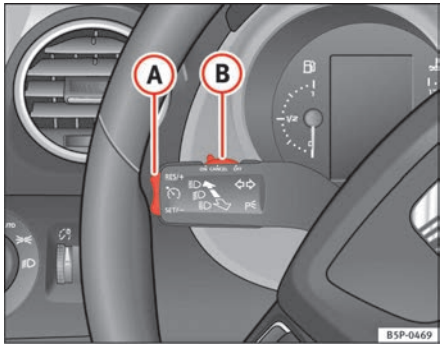

Fig. 147 Indicator and main beam headlight lever: switch and rocker switch for the cruise control
– Push the switch ⇒ fig. 147 (B) to the left to **ON**.